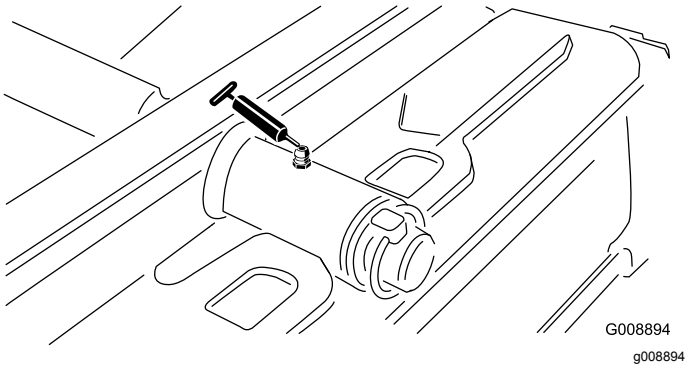

Figur 49
- Bakre klippenhetstapp (Figur 49)